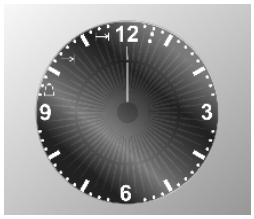

Fig. 3
- press the key to enter the programming menu; the display will light up as shown in **Fig. 3**;
- press the key to enter the programming menu; the display will light up as shown in **Fig. 3** and the symbol appears;